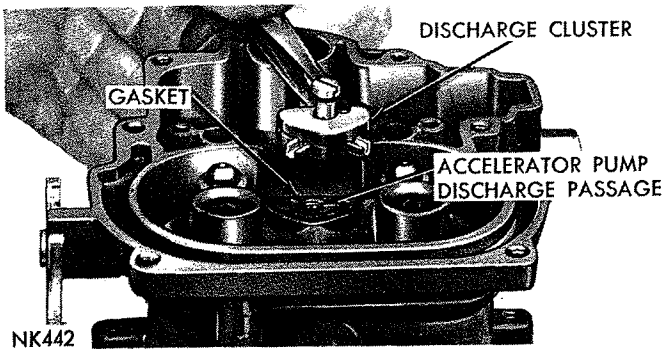
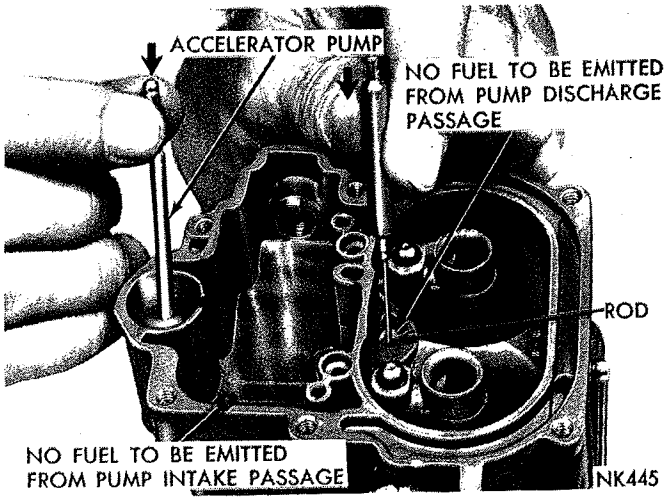

***Fig. 4—Removing or Installing Discharge Cluster***
*Fig. 13—Testing Accelerator Pump Intake and Discharge Check Balls*
(11) Remove screw and gasket from accelerator pump discharge cluster, then lift off cluster and gasket, as shown in (Fig. 4).
(1) Pour clean gasoline into carburetor bowl, approximately ½ inch deep. Remove accelerator pump plunger from jar of gasoline and slide down into pump cylinder. Raise plunger and press lightly on plunger shaft to expel air from the pump passage.
(2) Using a small clean brass rod, hold discharge check ball firmly down on its seat. Again raise the plunger and press downward. No fuel should be emitted from either the intake or discharge passage, as shown in (Fig. 13).
(3) If any fuel does emit from either the intake or discharge passages, it indicates the presence of dirt or an imperfect check ball seat. The passage should be recleaned and then thoroughly blown out with compressed air. Examine the check ball seat for signs of damage that would not allow the ball to seat properly.
(4) Reinstall check ball and test again. If still leaking, place a piece of drill rod down on ball and rap sharply with hammer. Remove the old check ball and install new ball. Then retest. (This operation forms a new ball seat in the carburetor casting.)
(5) Install discharge cluster gasket, cluster and screw. Tighten securely. See (Fig. 4).